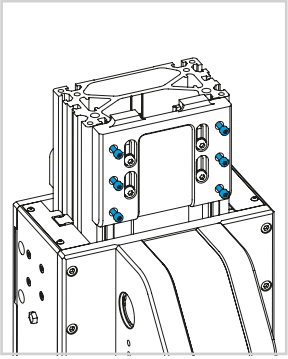
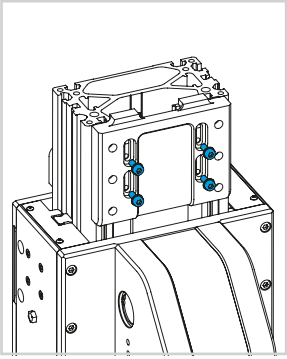
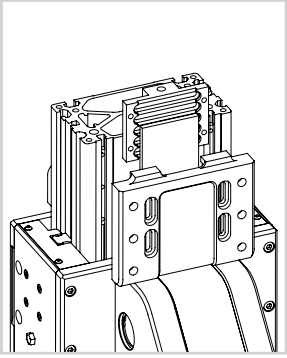

图 5
图 6
图 7
4) 卸下传动带夹板的螺丝，将其与执行机构分离（见图 5、图 6 和图 7）。